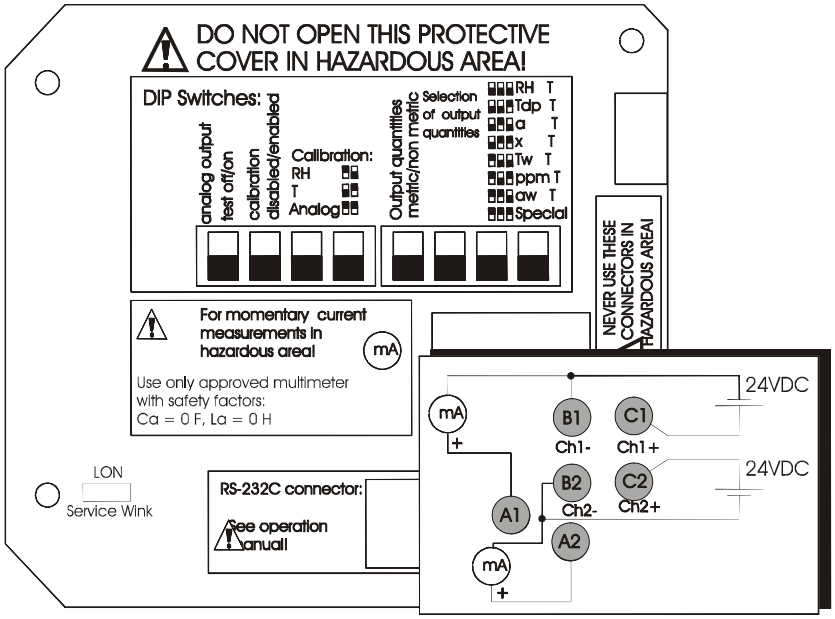

BILD 9-2 **Anslutning av hjälpspänningen och multimetern för kalibrering.**
1. Anslut en hjälpspänning med banankontakter (12...24 VDC; med en anslutningsport för datorkommunikation är minimum hjälpspänning 15 VDC) till anslutningsklämmorna B1 (-) och C1(+) (kanal 1), se Bild 9-2.